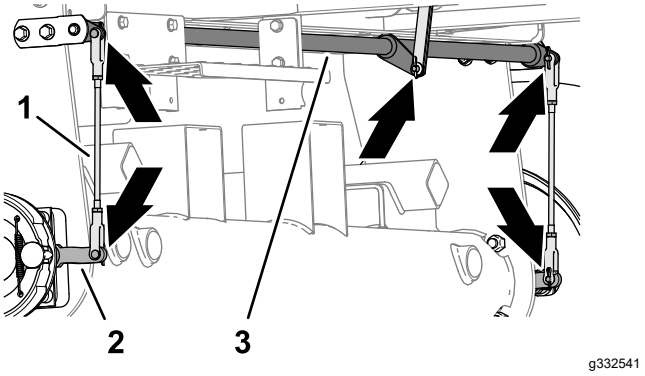

Figur 72
1. Efterse venstre og højre bremsestang (Figur 72) for skader og slitage.
2. Efterse bremsens drejeaksel (Figur 72) for skader og slitage.